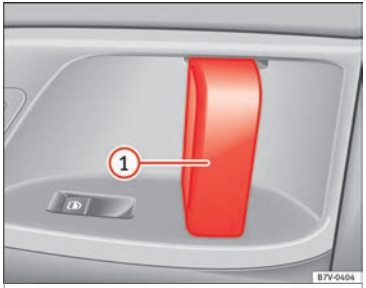

Afb. 134 In de schuifdeur: portiergreep (1).
De schuifdeur van binnenuit openen.	Open wanneer de schuifdeur ontgrendeld is de schuifdeur volledig door aan de binnengreep ervan te trekken ››› **afb. 134** (1).